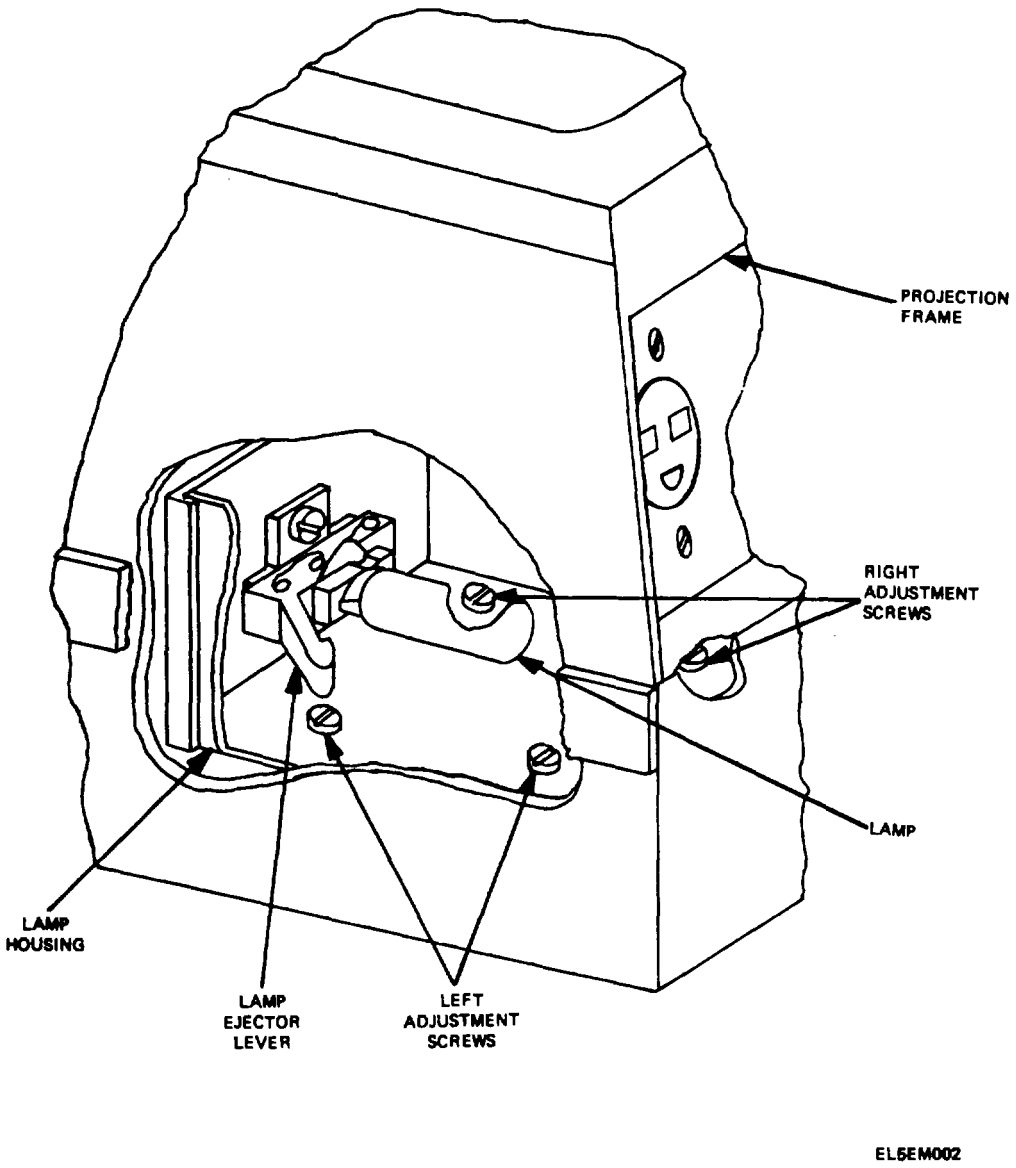

Figure 2-2. Location of adjusting screws and lamp ejector lever.
e. Loosen, but do not remove the four adjusting screws holding the lamp housing to the projector housing (see figure 2-2). Loosen the screws only enough so that the lamp housing "floats" freely on the four springs.